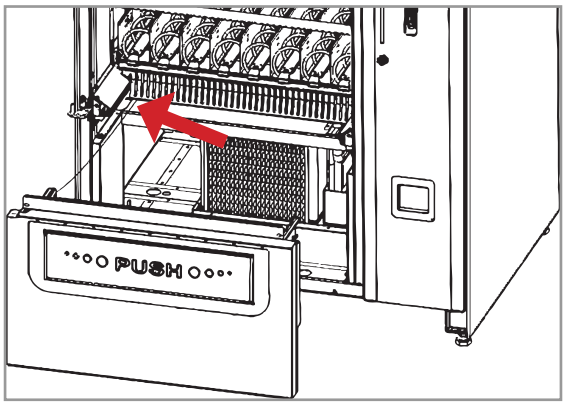

Рисунок 41 - Клемма заземления
- Отсоедините клемму заземления лотка от шпильки на корпусе автомата (см.рис.41).